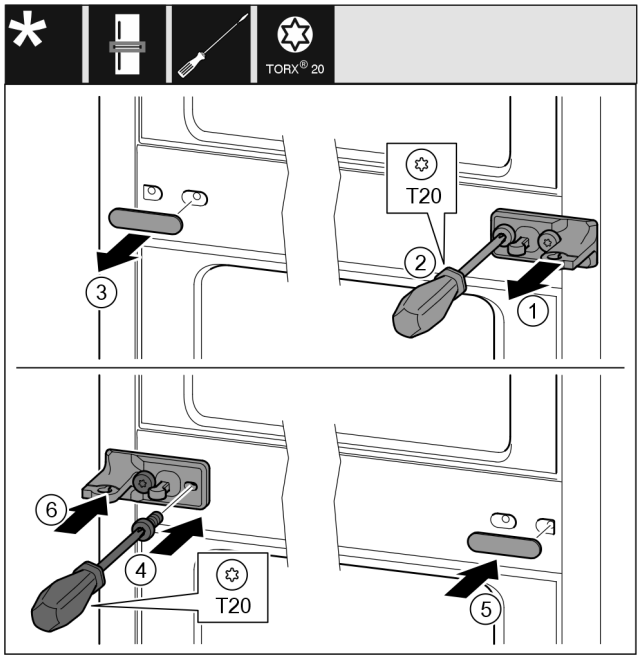

Fig. 29
- ▶ Noņemiet paplāksni *Fig. 29 (1)*.
- ▶ Ar skrūvgriezi izskrūvējiet skrūves *Fig. 29 (2)*.
- ▶ Uzmanīgi noņemiet pārsegu *Fig. 29 (3)*.
- ▶ Pieskrūvējiet stingri gultņa balstu ar plēvi *Fig. 29 (4)*, pagrieztu par 180°, otrajā pusē.
- ▶ Piestipriniet pārsegu *Fig. 29 (5)*, pagrieztu par 180°, otrajā pusē.
- ▶ Uzbīdiet paplāksni *Fig. 29 (6)* no priekšas.